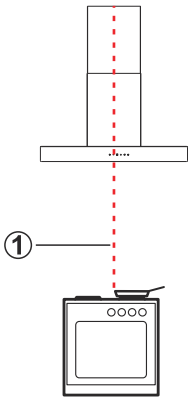

Abb. 42: Senkrechte Linie zeichnen
3. Zeichnen Sie eine eine senkrechte Linie (Abb. 42/1) von der Mitte des Herdes bis zur Decke, um die Dunstabzugshaube exakt über der Mitte des Herdes zu platzieren. Verwenden Sie eine Wasserwaage und einen Bleistift.